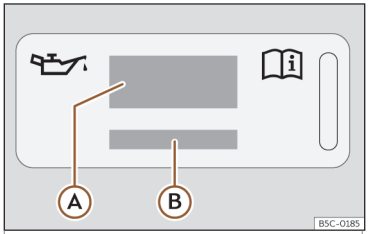
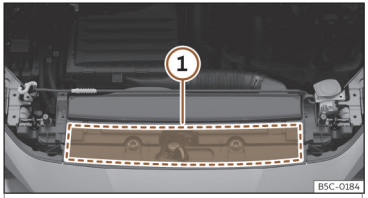

Fig. 195 En el vano motor: etiqueta de aceite de motor
Fig. 196 En el vano motor: zona de ubicación de la etiqueta de aceite de motor
Leyenda de la››› **fig. 195**:
Si debe rellenar el aceite del motor, utilice uno de los aceites indicados en la etiqueta ››› **fig. 195**. La etiqueta con la norma prescrita se encuentra en la parte delantera en el vano motor››› **fig. 196** ①. Si utiliza el aceite de motor recomendado, se puede corregir el nivel del llenado tantas veces como sea necesario.